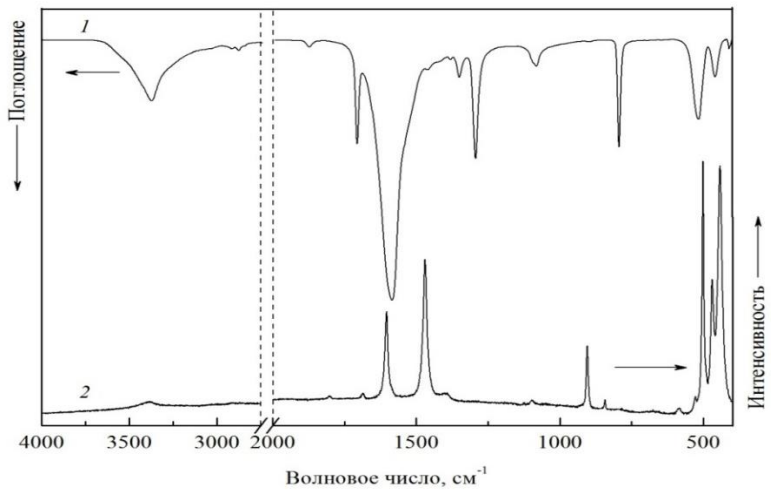

Рисунок 2 – Пример данных ИК- и КР-спектроскопии для интерпретации и оформления задания
2) Используя данные ИК- и КР-спекроскопии, подтвердите состав предлагаемого соединения. Укажите характеристические полосы колебаний. (Данные ИК- и КР-спектроскопии предлагаются в виде x, y-файла, см. рис. 2).